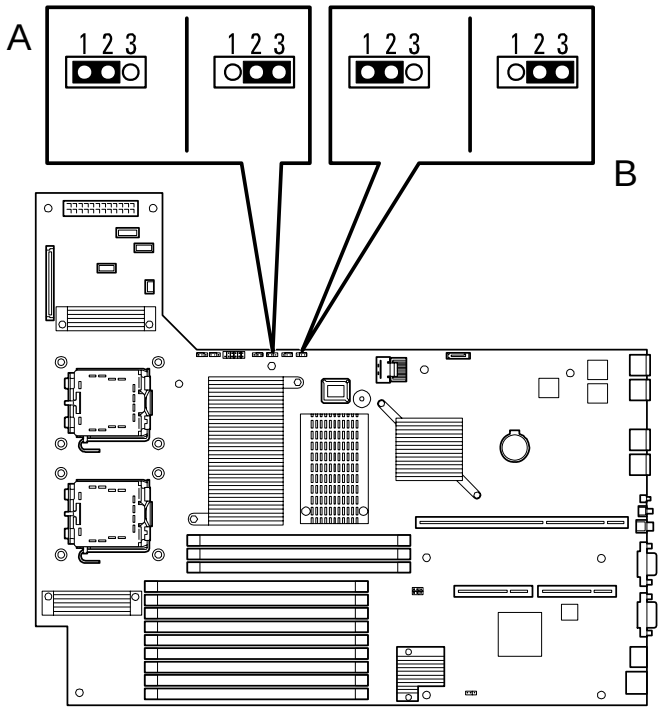

Figure 94: Clear CMOS & Clear Password Jumpers
3. Locate the position of the jumpers on the motherboard (see *Figure 94: on page 153*).